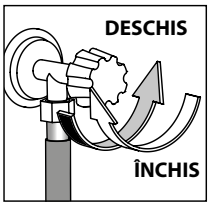

Figura 9
3.4.3 În timpul spălării robinetul de apă trebuie să fie deschis la maxim, așa cum se arată în Figura 9.